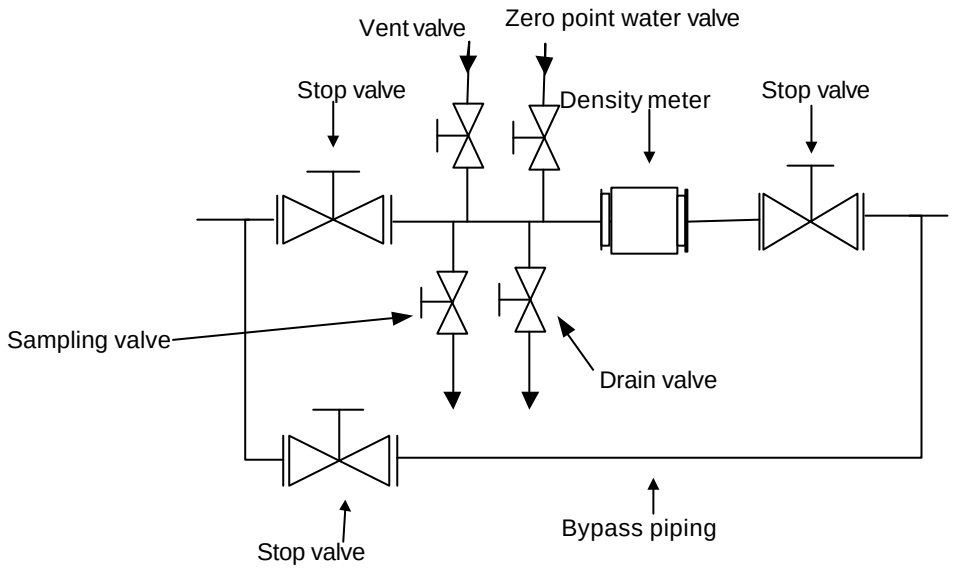

Fig.3.3.1 Meter mounted horizontally
Figures 3.3.1 through 3.3.4 are examples of density meter installation.
(9) When you anticipate a marginal error between the side-to-side dimensions of this density meter and the installation space of the piping line, prepare a loose mechanism in advance.
(10) To minimize the impact of the bubbles mingled, it is recommended that the meter be installed on a location as far as possible from the pipe outlet for air release but still within the distance where a reasonable degree of hydraulic pressure is applied.
(11) In the event that the density meter may no longer be full of the fluid while the pump is shut down or the density distribution in the density meter may become uneven, make sure to take measurements only while the pump is operating by using the external interlock function.
(12) Take necessary measures to prevent vibration from a pump or other equipment applied to the density meter transmitted through the piping.
(13) On both the upstream and downstream sides of the density meter, install shutoff valves. Furthermore, between these valves and the density meter, install the sampling port, the zero water supply port, the air release port, the drain port with a shutoff valve attached respectively. In the event that the flow of the pipe line cannot be stopped, provide a bypass pipe halfway with a shutoff valve attached. When performing zero point calibration, these are needed to discharge the measured matter out of the density meter through its drain port and fill up the meter with fresh water of zero density. (See Fig.3.3.1 and Fig.3.3.2)
(14) As for gaskets to be used in piping, select the one with the dimension conforming to the flange standard and of the material appropriate for the substance to be measured.
(15) If the cover of the density meter is removed or the density meter is disassembled while the meter is powered, radio waves will leak out. (However, the amount is about equal to PHS and one tenth of mobile phones.)